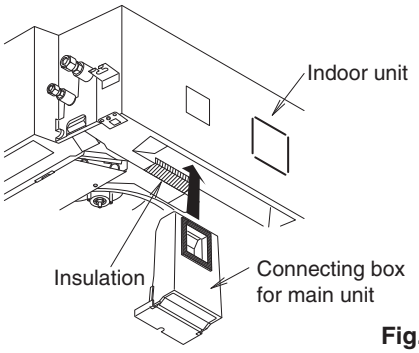

Fig. 2-359
(2) Peel off the insulation of the shaded portion and insert the connecting box for the main unit from the air outlet of the main unit. (Fig. 2-359)